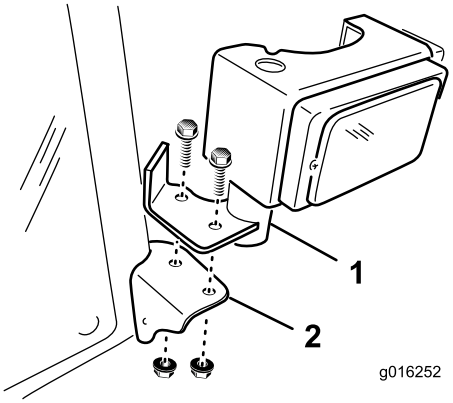

Figur 6
1. Monter høyre frontlys til frontlysbraketten på venstre hjørne foran på førerhuset med (2) 3/8 x 1 tommes flenshodeskruer og 3/8 tommes flensmuttere (Figur 6).